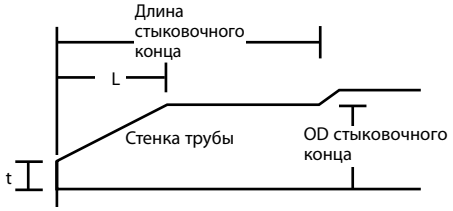

Рисунок 6-1. Раструб трубы и совокупность диаметров фаски для муфтового соединения.
4. Очистить соединяемые поверхности от песка и загрязнений, с помощью инструментов снять фаску на концах трубы для облегчения монтажа. (см. ***Рисунок 6-1***). Не зачищать поверхность сверх необходимого.